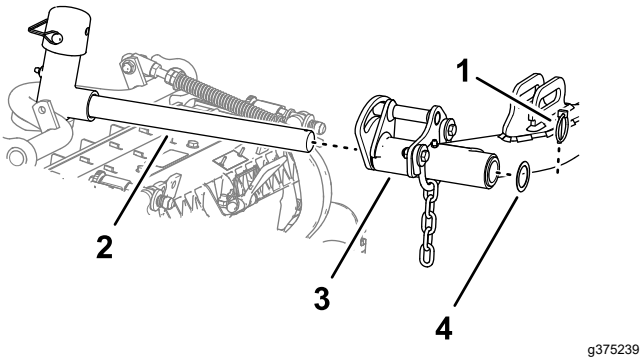

Рисунок 29
5. Подведите режущий блок под подъемный рычаг (Рисунок 29).